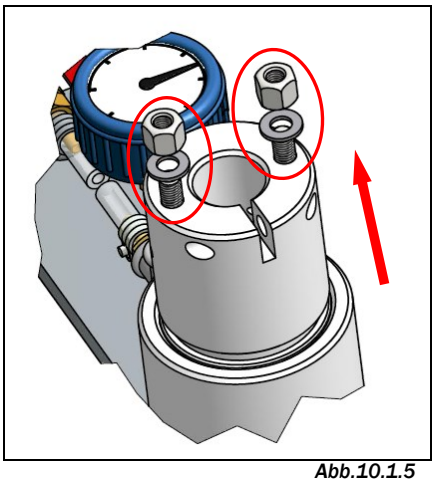

Abb.10.1.5
7. ***(Abb.10.1.5)*** Die beiden Sechskantmuttern lösen und zusammen mit den beiden Unterlegscheiben entnehmen.